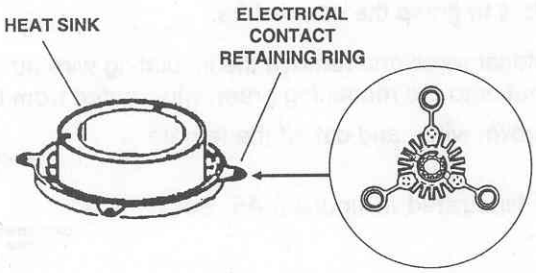

Figure 3-48. Heat sink casting and electrical contact retaining ring.
(1) Observe that the finned heat sink casting has four internal slots to ensure the correct lamp contact orientation for the next step (fig 3-48).